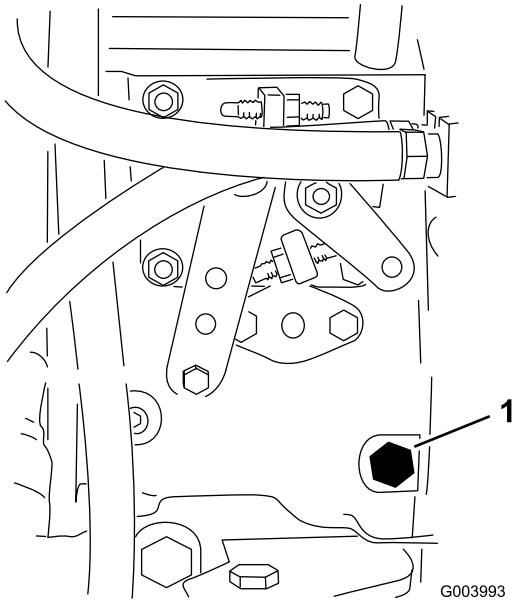

Figur 32
3. Åbn udluftningsskruen på brændstofindsprøjtnings-pumpen (Figur 32) med en 12 mm nøgle.